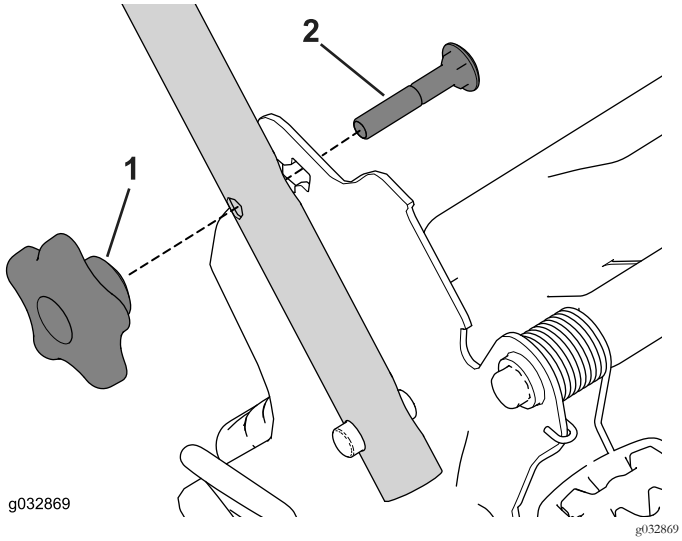

Figura 7
4. Inserte el perno de cuello cuadrado (con la cabeza del perno hacia el interior) a través del orificio cuadrado superior o inferior del soporte del manillar y del orificio superior del extremo del manillar (Figura 7).